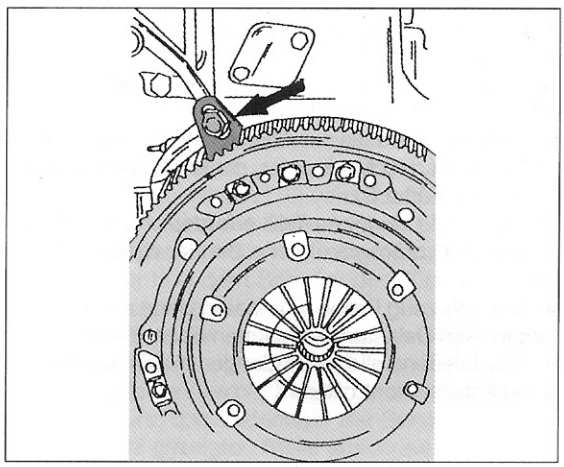

Bild 39
- Die Kupplungsdruckplatte und die Mitnehmerscheibe ausbauen. Falls die Teile wieder verwendet werden sollen, Kupplungskörper und Schwungrad an gegenüberliegenden Stellen mit einem Körner kennzeichnen. Zum Lösen der Schrauben das Schwungrad in geeigneter Weise gegenhalten. Dazu das in Bild 39 gezeigte Sperrstück in den Zahnkranz des Schwungrades einsetzen oder mit einem Schraubendreher, in den Zahnkranz eingesetzt, gegenhalten. Die sechs Schrauben der Kupplung gleichmäßig über Kreuz lösen und den Kupplungskörper abnehmen. Die Mitnehmerscheibe aus dem Schwungrad herausnehmen (nicht mit öligen Fingern anfassen).